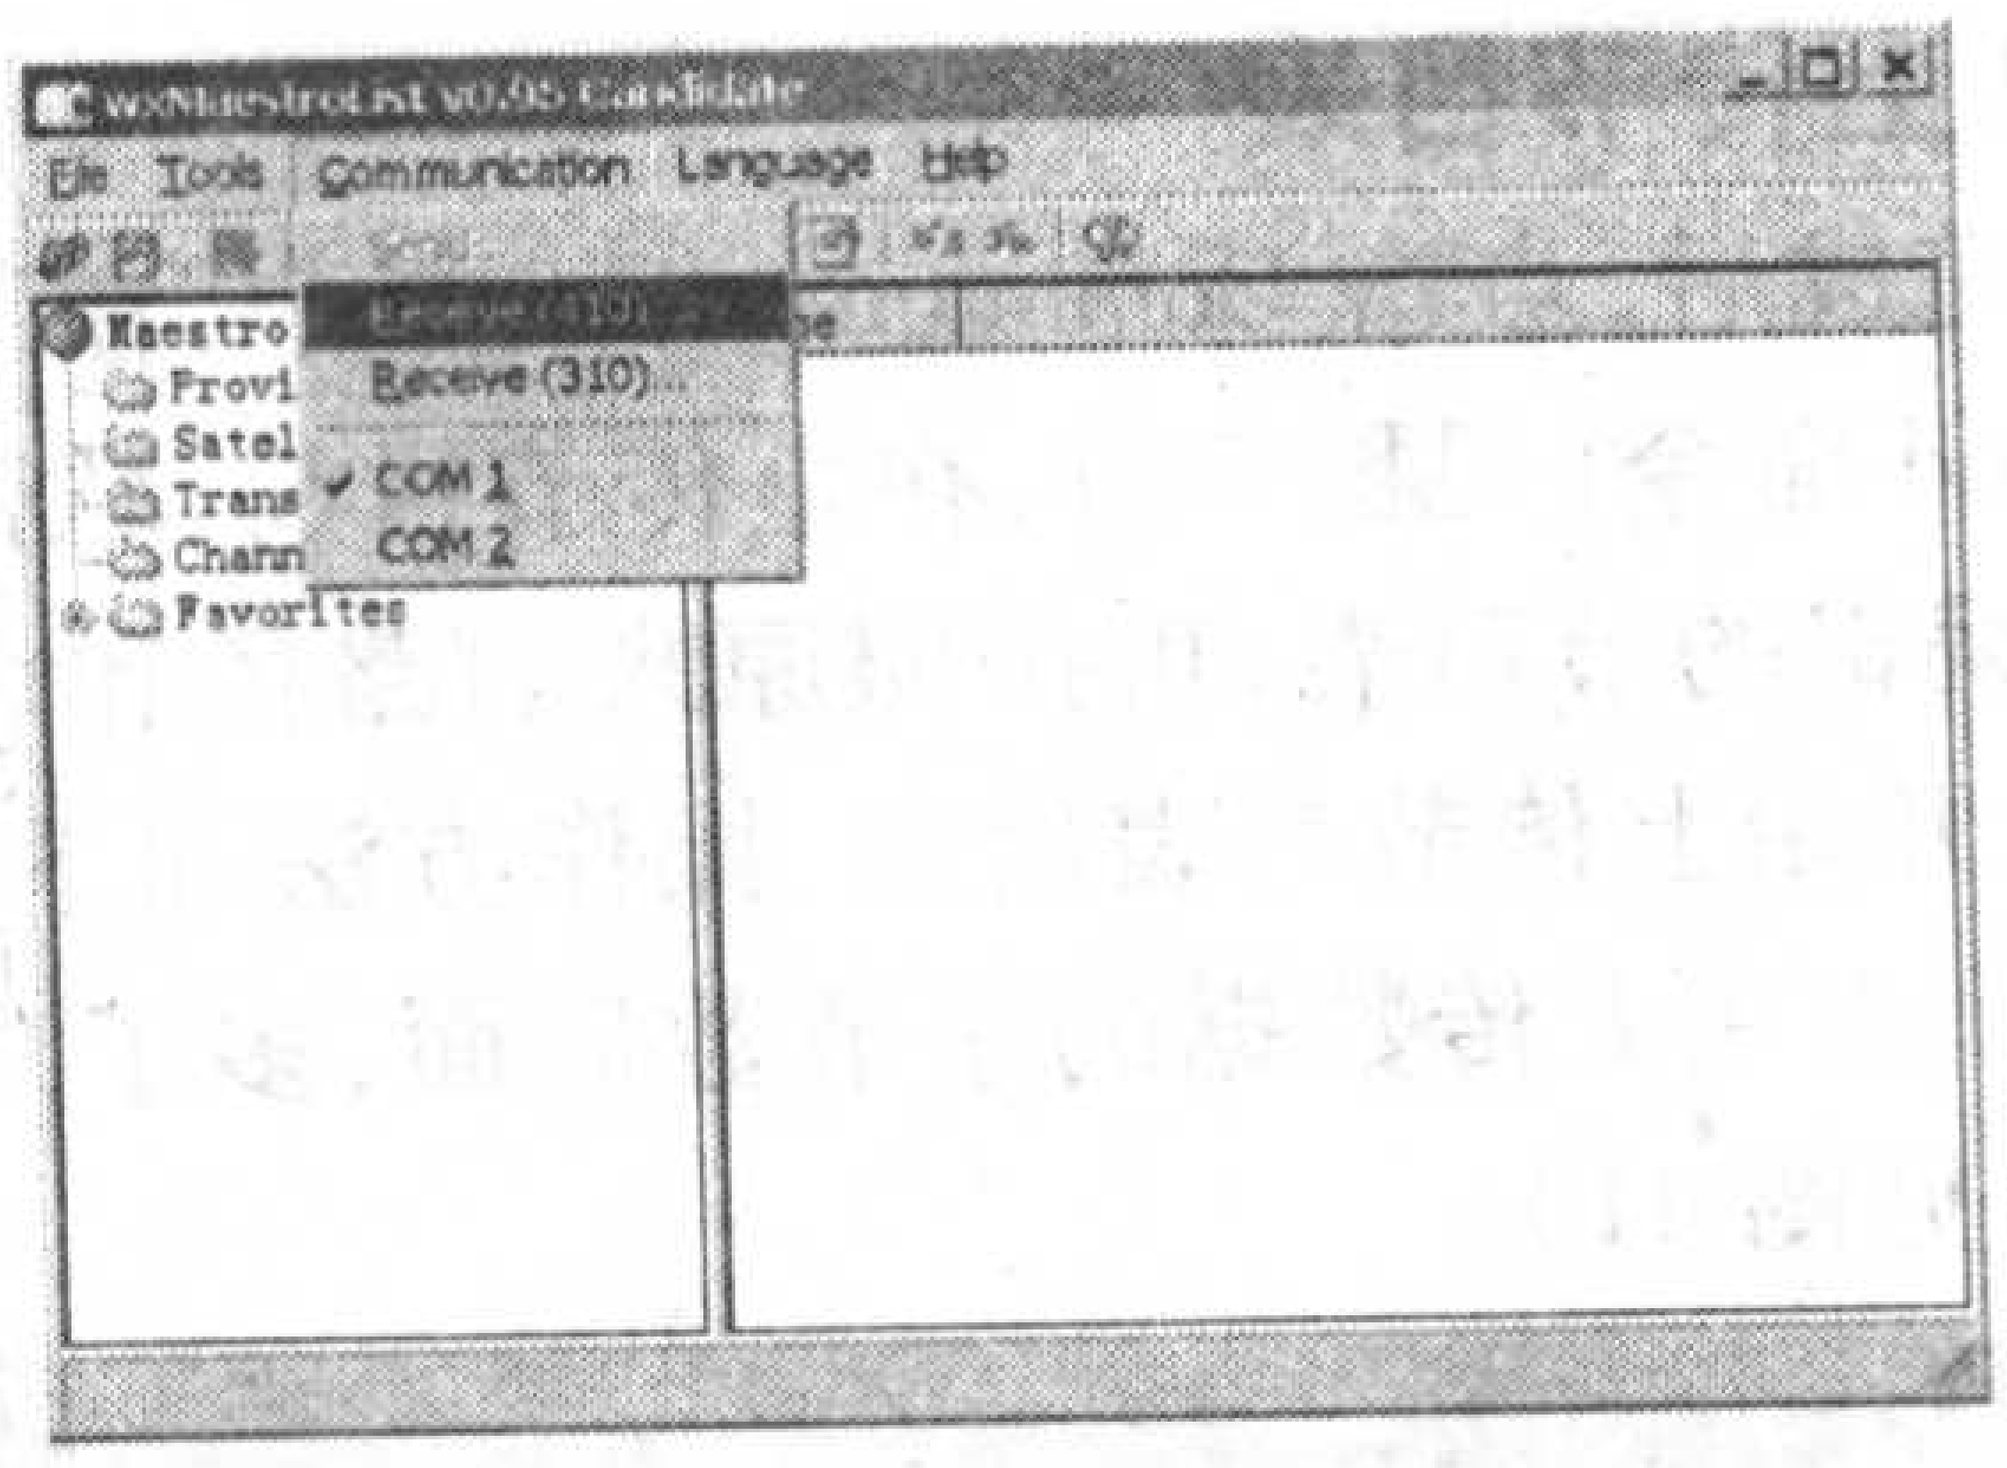
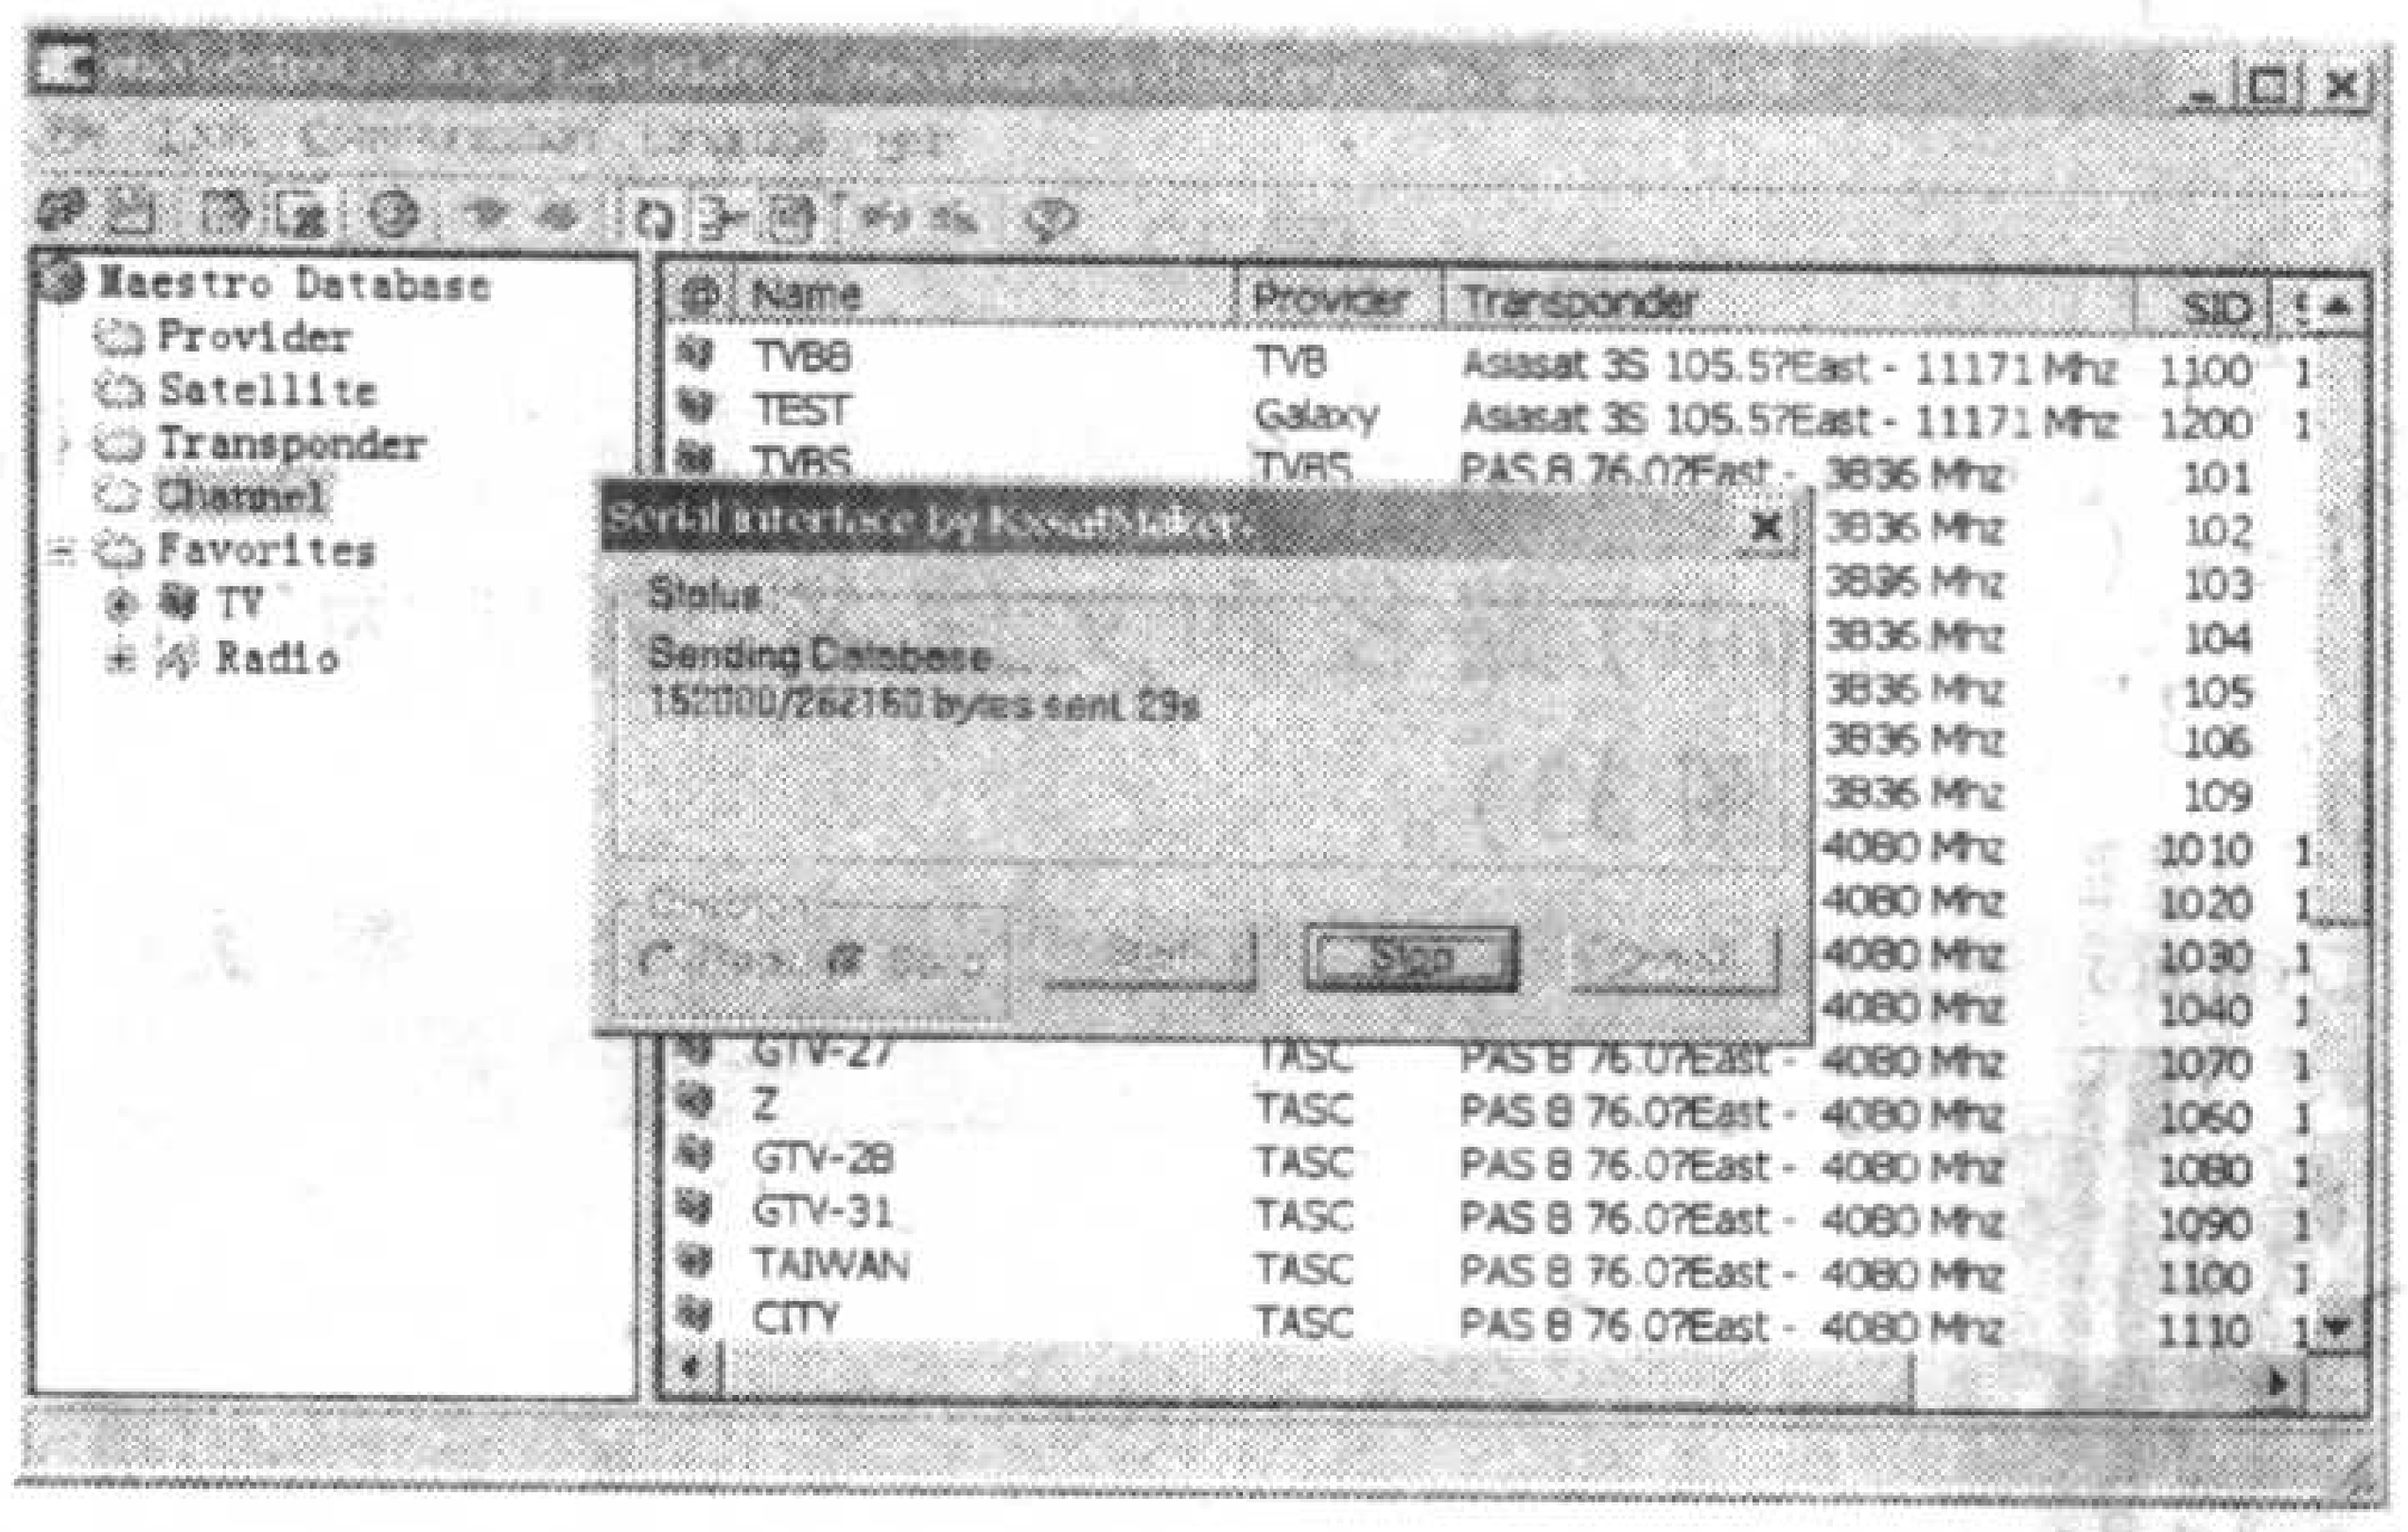

图 32
图 41
1. 启动 Maestrolist 软件,会弹出一个关于该软件版本的提示框,点击 OK,进入软件主界面,在工具栏上点击 Communication 项,在下拉菜单里选择 Receive(410),如图 32 所示。
编辑完成后,点击 Communication 命令,在下拉菜单里点选 Send 命令(见图 32),在上传节目前,软件提示是否保存所编辑的节目表,可按照原来的路径和名称进行保存,然后开始上传节目表信息,操作方法和下载一样,不过在界面正在上传数据的字节数后面,多了总数据字节数显示(见图 41)。